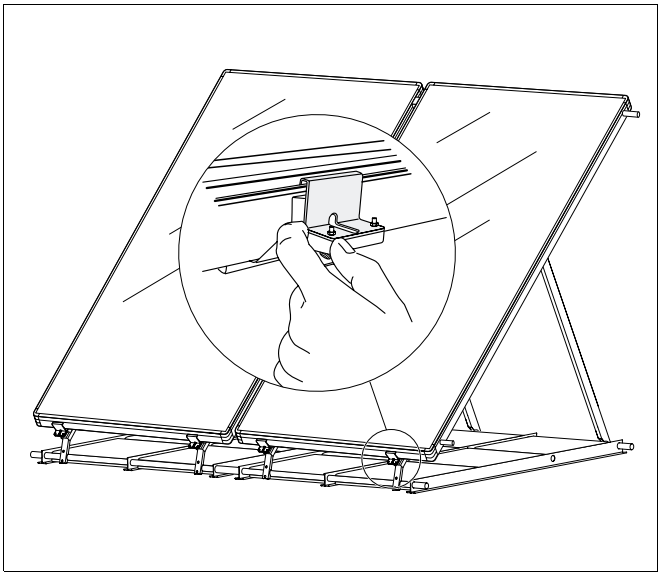

Afb. 51 Collectoren fixeren
- Kantel de afstandsschragen lichtjes naar voren en plaats de collectorklemmen in de nok van de collectorkader (afb. 51).